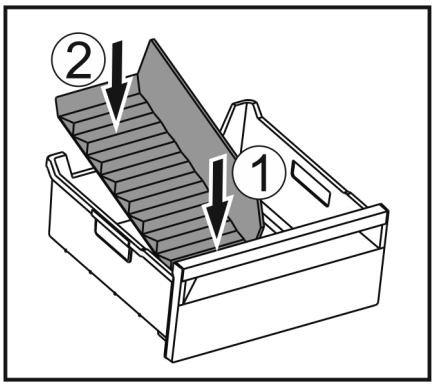

Fig. 116
▶ Insert the front part of the ice compartment divider. *Fig. 116 (1)*
▶ Lower the rear part of the ice compartment divider to the drawer bottom. *Fig. 116 (2)*